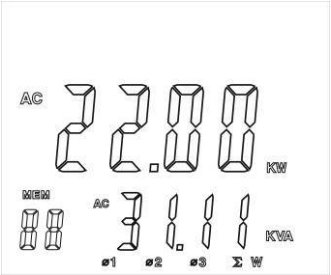

Figure 13
4. After record the current power measurement value of the third phase, finally press ∑ and hold for 1seconds to display the 3 phase sum of acitve power value and apparent power value, as figure 13.